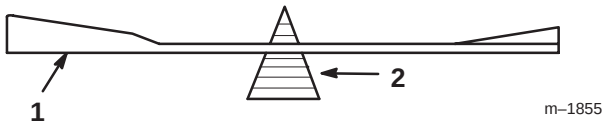
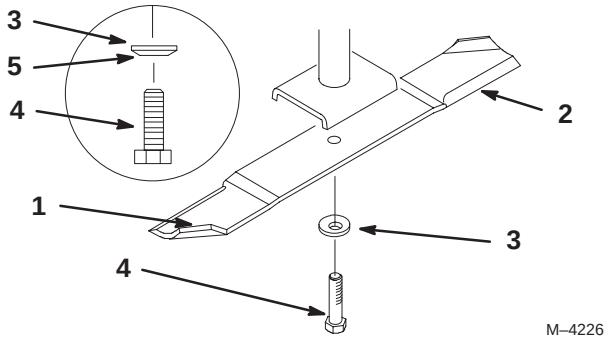

Figure 33
Figure 34
1. Tenez la lame à son extrémité avec un chiffon ou un gant épais. Retirez le boulon, la rondelle élastique et la lame de l'axe de la lame (Fig. 34).
2. Vérifiez l'équilibre de la lame en la plaçant sur un équilibreur (Fig. 33). Si la lame reste horizontale, elle est équilibrée et peut être utilisée. Si la lame est déséquilibrée, limez un peu l'extrémité de la partie incurvée seulement (Fig. 34). Répétez la procédure jusqu'à ce que la lame soit équilibrée.
1. Placez la lame sur l'axe (Fig. 34).
2. Installez la rondelle élastique et le boulon de la lame (Fig. 34). **Serrez le boulon à 115–150 Nm (85–110 pieds-livres)**.